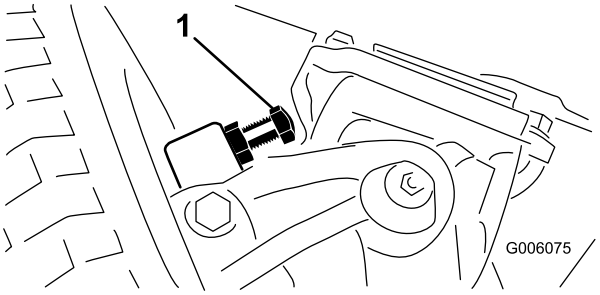

Figur 60
1. Gänga in eller ut bultarna tills du får ett spel på 2,3 mm (Figur 60).